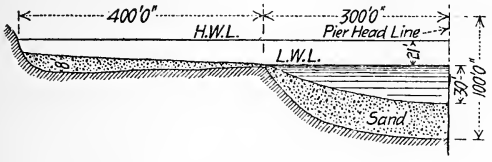

Fig. 9.
1. Given conditions as shown in the subjoined sketch (Fig. 9), design a wharf alongside of which ships 400 ft. long, drawing 28 ft. of water, can lie.